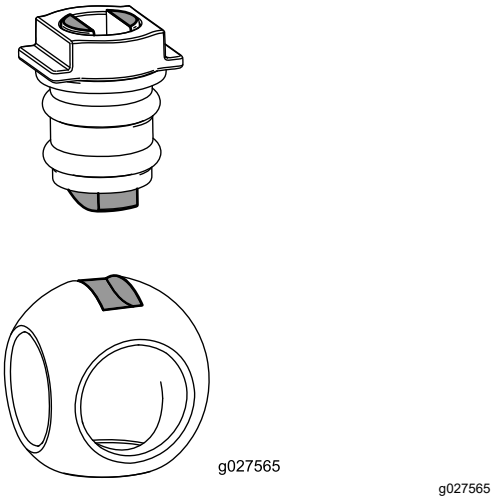

**Figur 131**
6. Montera kulan i ventilhuset (Figur 131).
**Obs:** Ventilskaftet ska passa i kulans drivspår. Justera kulans position om ventilskaftet inte passar (Figur 131).